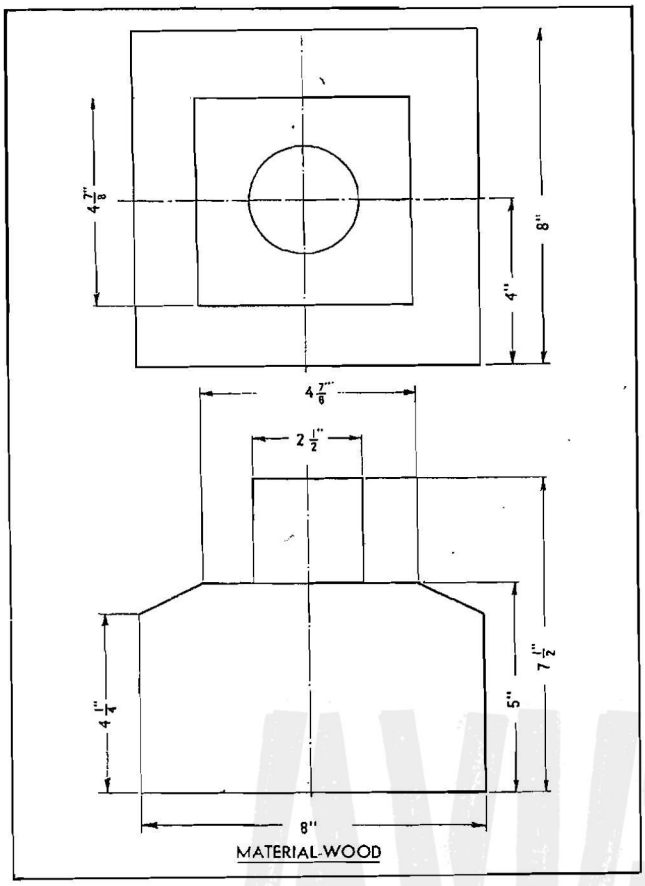

Figure 89—Reduction Gear Disassembly and Assembly Block
a. In engines provided with a .666 (3:2) reduction gear, proceed with the disassembly of the crankcase front section as follows, after removal of the front section spacer and flange: Turn the crankcase front section over so that the propeller shaft points downward, projecting through a hole approximately 5 in. in diameter cut in the bench. Break the lockwire from the two remaining nuts which attach the stationary reduction gear to the interior of the front section, and remove the nuts using a socket wrench. It may be necessary to turn the propeller shaft in order to obtain access to these nuts between the pinion spider arms. Turn the crankcase front section over so that the propeller shaft points upward, and place the entire assembly on an assembly and disassembly block. Figure 89 shows the dimensions of a block recommended for use. The pilot on the top of the block fits in the propeller shaft rear bushing. Remove and discard the circlets from the eight bolts which project through the crankcase front section. Remove the steel flange.